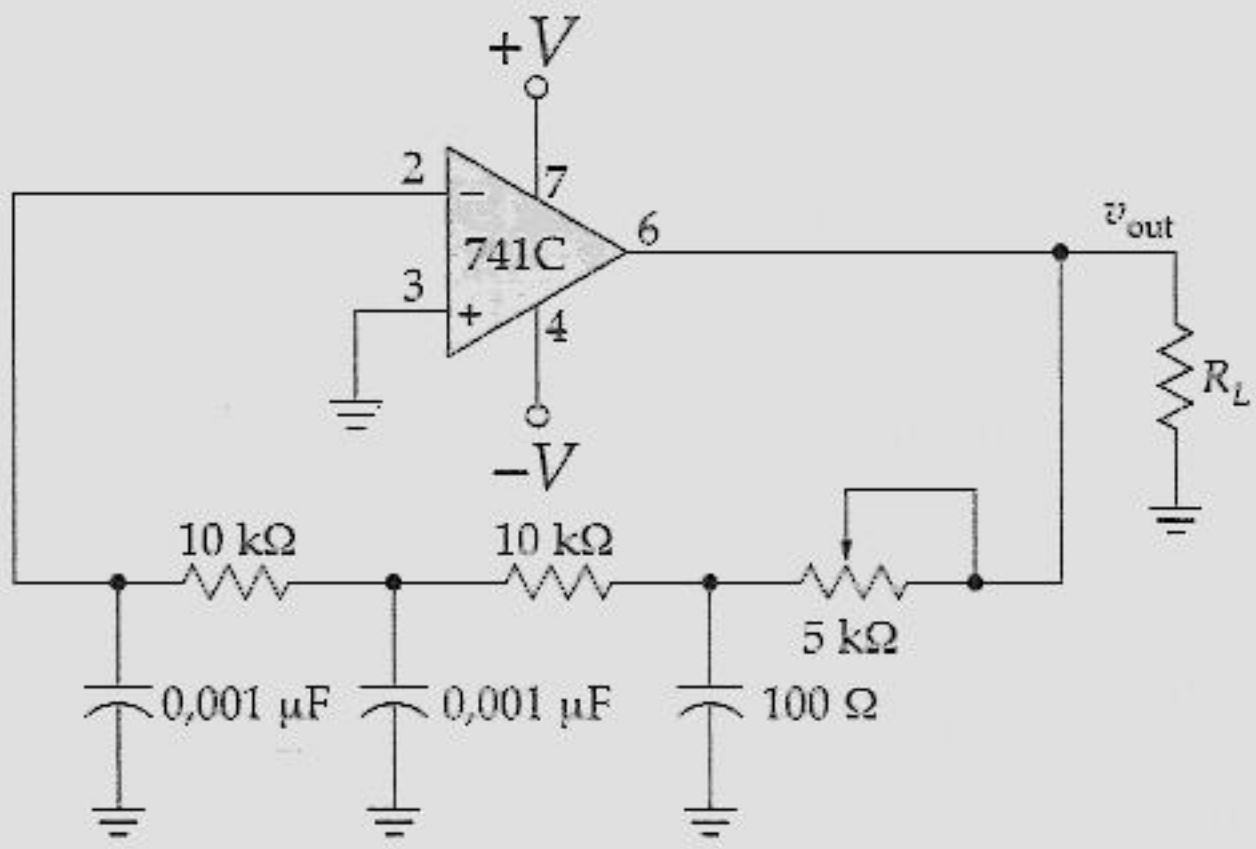

Figura 22.40
22.24 A Figura 22.40 mostra um oscilador amp op de desvio de fase. Se $f_{2(CL)}$ = 1 kHz, qual o desvio de fase do circuito em 15,9 kHz?